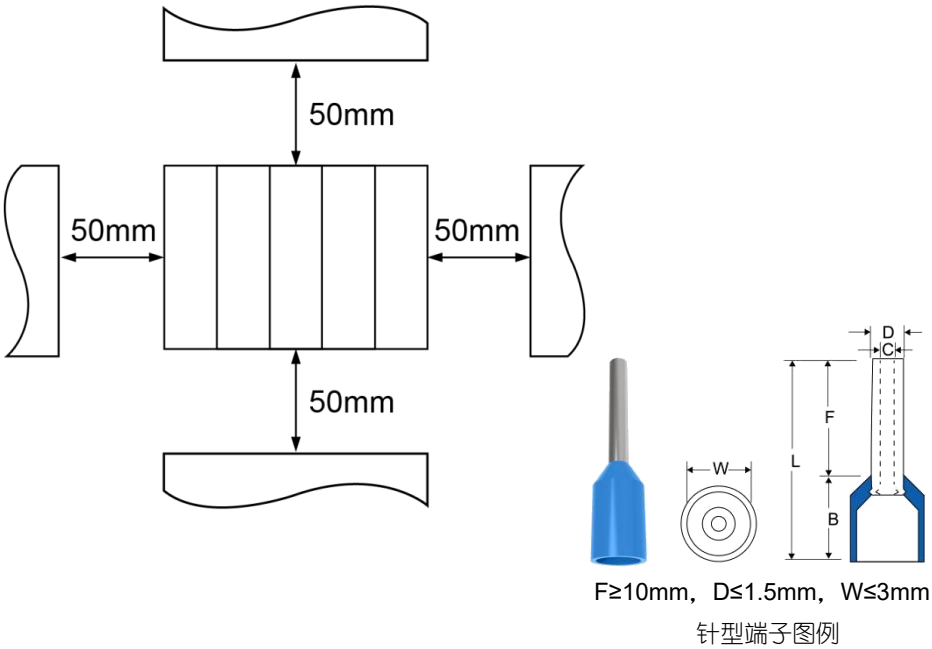

图 2
(3) 导轨模块应垂直安装，为了维护方便建议上下左右间距最小 50mm（图 2）。
(4) 输入和输出为快接端子，接线建议采用针型端子(针长 10mm 以上)（图例）,针型端子推荐型号 E0510、E7510，针型端子结构如图所示，要求 F≥10mm，D≤1.5mm，W≤3mm。
(5) 电源和通信端子接线时，请将紧固扭矩设为 0.2N·m。
(6) 应避免安装到超出规格要求的温度和湿度、有腐蚀性气体、机械振动超出规格范围、户外等场合。